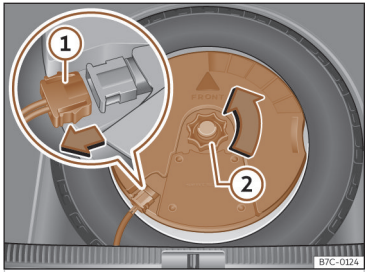

Abb. 238 Im Gepäckraum: Subwoofer ausbauen.
- Ziehen Sie das Subwoofer-Lautsprecherkabel heraus ››› (Abb. 238) ①.
- Drehen Sie das Befestigungshandrad entgegen dem Uhrzeigersinn heraus ››› (Abb. 238) ②.